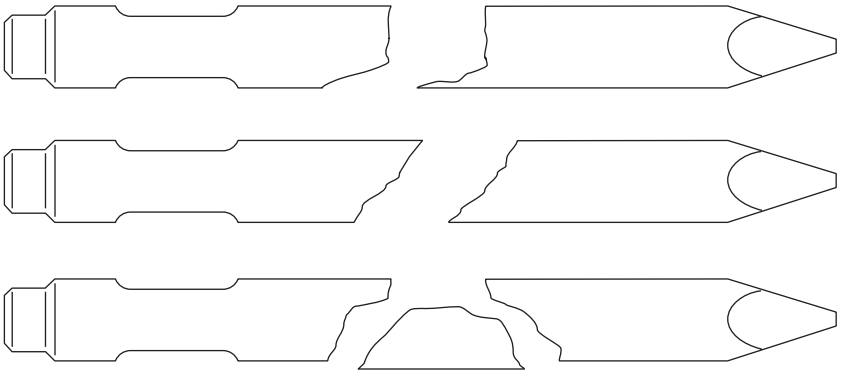
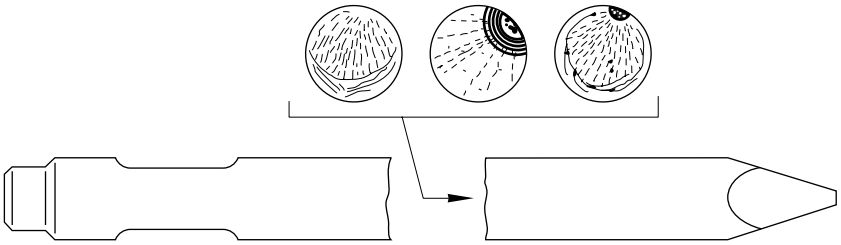
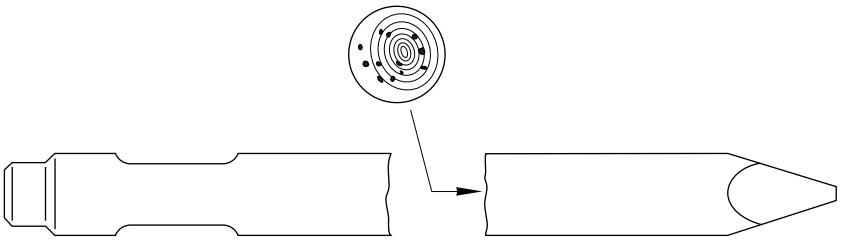

рис. 6
рис. 7
рис. 8
■ **Поломка вне хвостовика (рис. 6,7 и 8)**
Поломка изделия вне верхней части пики, как показано на рис. 6, может произойти из-за чрезмерной нагрузки, приложенной к инструменту. Такой изгиб от нагрузки происходит, когда инструмент внедрен в материал и его дергают или толкают, или когда инструмент установлен не перпендикулярно к поверхности разрушаемого материала. Поломка из-за усталости металла рис.7, развивается в области мест начала поломки, вызванной концентрацией напряжения, следующей из-за чрезмерной нагрузки, и затем быстро распространяется дальше. Такой тип поломки может также произойти из-за задиров инструмента во время использования. Так как поломки, происходящие вне хвостовика вызваны неправильными рабочими приемами, как объяснено выше. Изделия, подвергающиеся таким дефектам, не заменяются по гарантии. Однако если точка начала перелома происходит внутри тела инструмента как показано на рис. 8, изделия будут заменены по гарантии, так как поломка указывает на дефект материала.